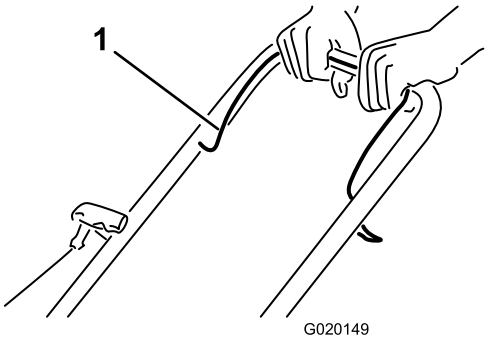

Figura 10
1. Sujete la barra de control de las cuchillas (Figura 10) contra el manillar.